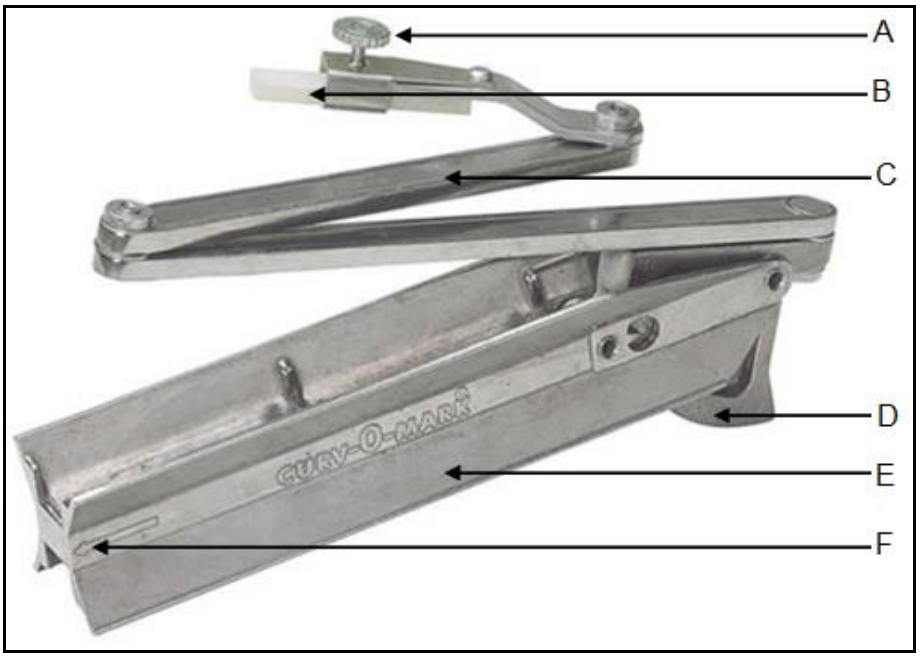

FIGUUR 2
4.2 FIGUUR 2 hier onder toon die buiteaansig van 'n pypkontoermaker.